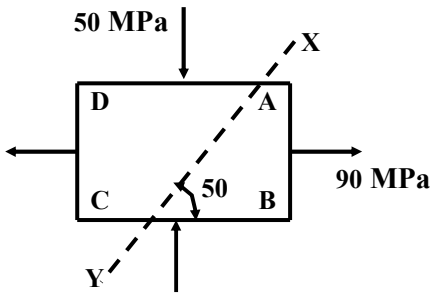

Figure-4 Q-4 (a) OR
Q. 4 **(a)** Calculate the normal and tangential stress on a plane XY for the element stressed as shown in **figure-4.** **07**